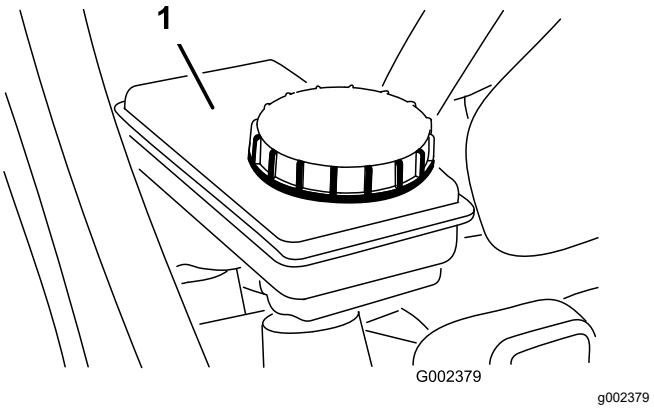

Figur 58
5. Påse at væskenivået er opp til Full-linjen på tanken (Figur 58).
6. Hvis væskenivået er lavt, må du rengjøre området rundt lokket, fjerne lokket og fylle beholderen til passende nivå med den angitte bremsevæsken (Figur 58).